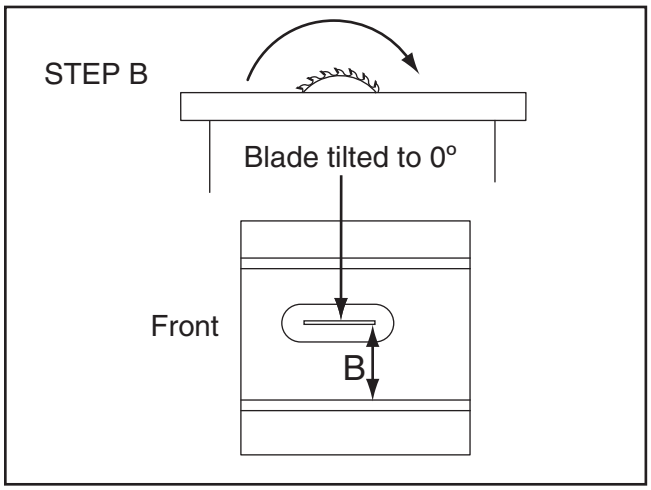

Figure 116. Measuring distance from miter slot to carbide tip on opposite side of table insert.
5. Slide adjustable square down to other end of table insert and compare distance from marked blade tip to end of adjustable square, as shown in **Figure 116**.